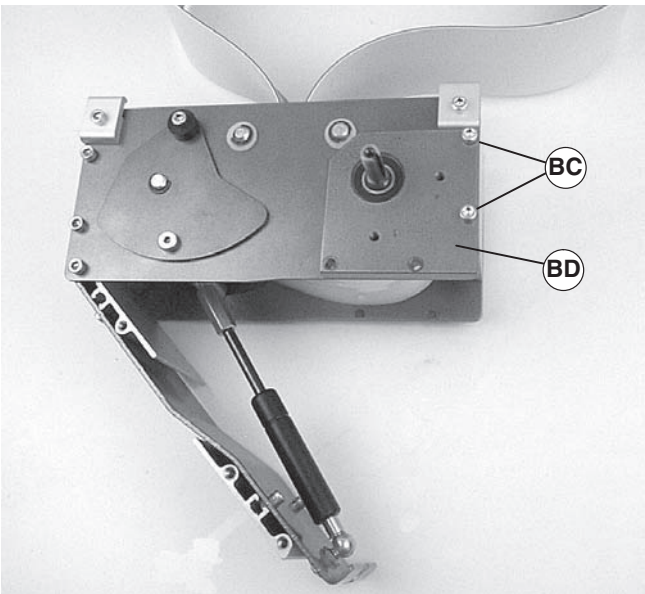
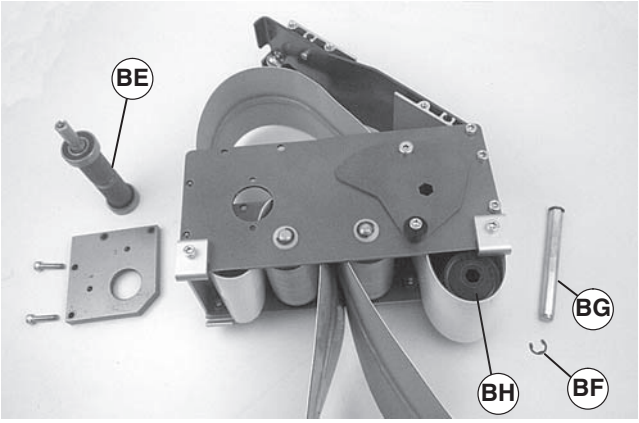
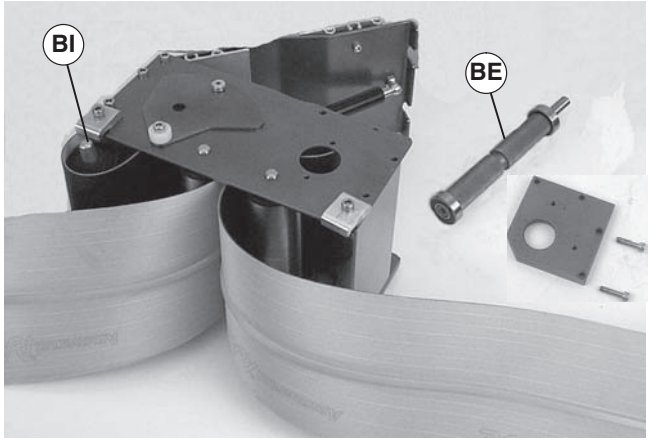

Figure 31
Figure 32
Figure 33
1. Remove two (2) screws (Figure 31, item BC). Remove tension drive plate (BD).
2. Remove drive pulley [(Figure 32, item BE), for 2¨ (44 mm), 3¨ (70 mm) or 4¨ (95 mm) wide conveyor] or [(Figure 33, item BE), for 5¨ (127 mm) or wider conveyor].
- For 2¨ (44 mm), 3¨ (70 mm) or 4¨ (95 mm) wide conveyor, remove E-ring clip (Figure 32, item BF). Remove pulley shaft (BG) and remove pulley (BH).
- For 5¨ (127 mm) or wider conveyor, depress both sides of spring-loaded shaft and remove pulley (Figure 33, item BI).
3. Place grooved idler pulley (Figure 32, item BH) or (Figure 33, item BI) into belt loop and replace in center drive module. Refer to step 3 under “Belt Removal from Center Drive Module” on page 14.
4. Place drive pulley (Figure 32, item BE) or (Figure 33, item BE) into belt loop and install in center drive module. Refer to “Belt Removal from Center Drive Module” section and reverse steps 1 and 2 on page 14. Tighten screws (Figure 31, item BC) to 80 in-lb (9 Nm).